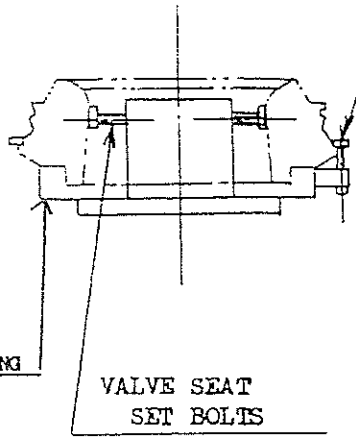

Fig. 11
- Slightly tighten three centering bolts in the valve seat mounting. Fig 11